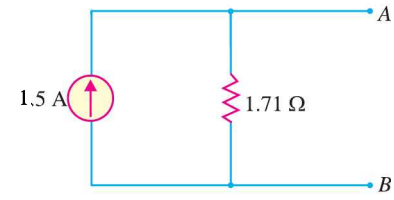

Fig. 1.51
5. Fig. 1.51 shows Norton's equivalent circuit of a network behind terminals *A* and *B*. Convert it into Thevenin's equivalent circuit. **[2.56 V in series with 1.71 Ω]**